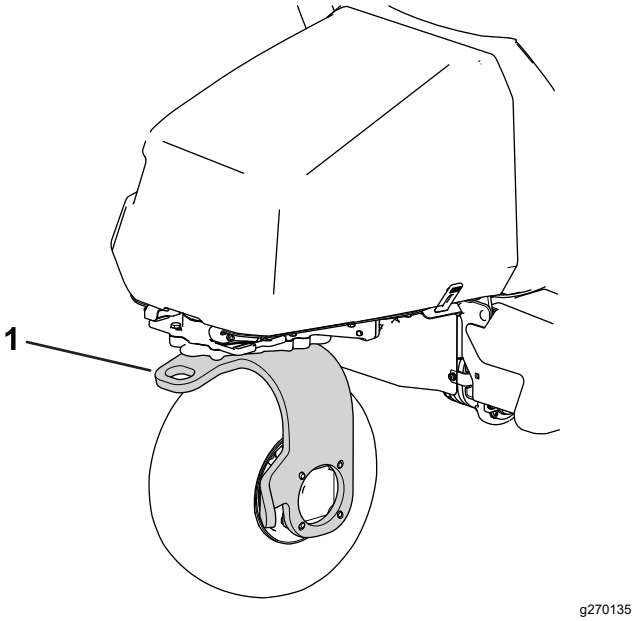

Figuur 39
13. Gebruik de achterste zwenkwielvork om de machine te slepen (Figuur 39).